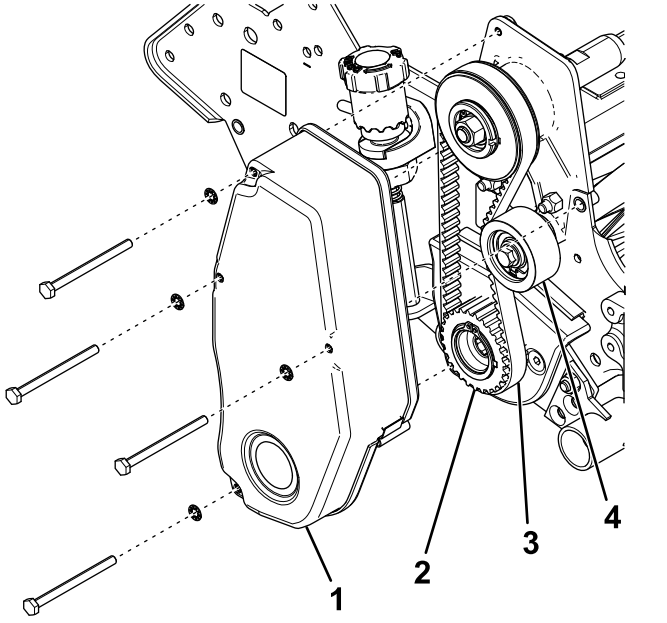

Figur 12
4. Monter drivremskiven til knivcylinderakslen (Figur 12).
7. Monter knivcylinderdrivremmens skærm på sidepladen (Figur 12).